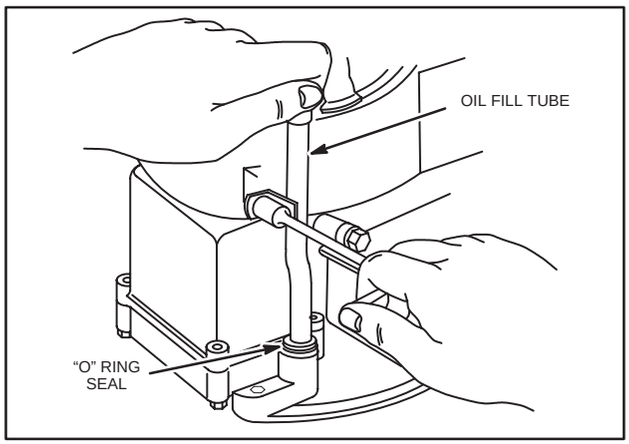

Fig. 579 – EXTENDED OIL FILL TUBE AND DIPSTICK
3. When the cap and dipstick assembly is fully depressed or screwed down, it seals the upper end of the tube, Fig. 579.